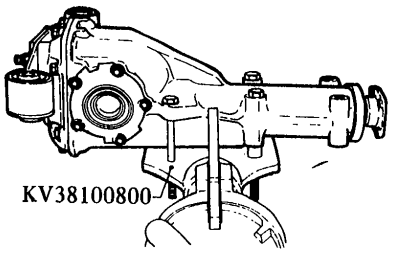

Fig. PD-3 Holding differential carrier
1. Mount carrier on Gear Carrier Attachment KV38100800. See Figure PD-3. Remove mounting member and rear cover.